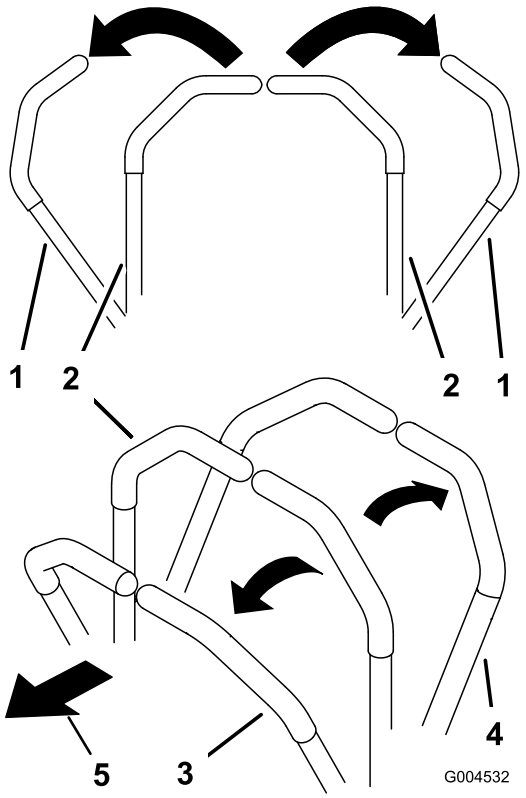

Bild 15
2. Schieben Sie für das Vorwärtsfahren die Fahrantriebshebel langsam vorwärts (Bild 15).
Wenden Sie zum Geradeausfahren auf beide Fahrantriebshebel denselben Druck an (Bild 15).
Verringern Sie zum Wenden den Druck auf den Fahrantriebshebel an der Seite, in deren Richtung Sie wenden möchten (Bild 15).